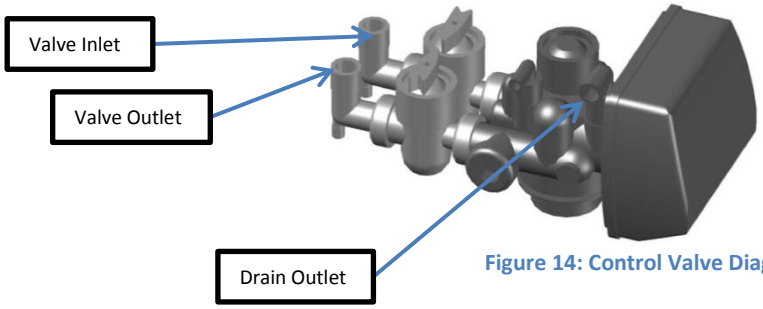

Figure 14: Control Valve Diagram
B. Pipe or tube a line from the Control Valve Drain (Figure 14) to the drain.